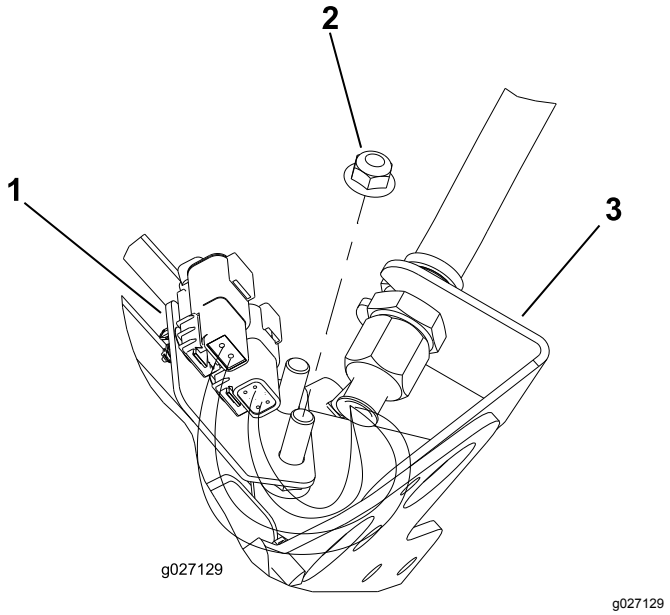
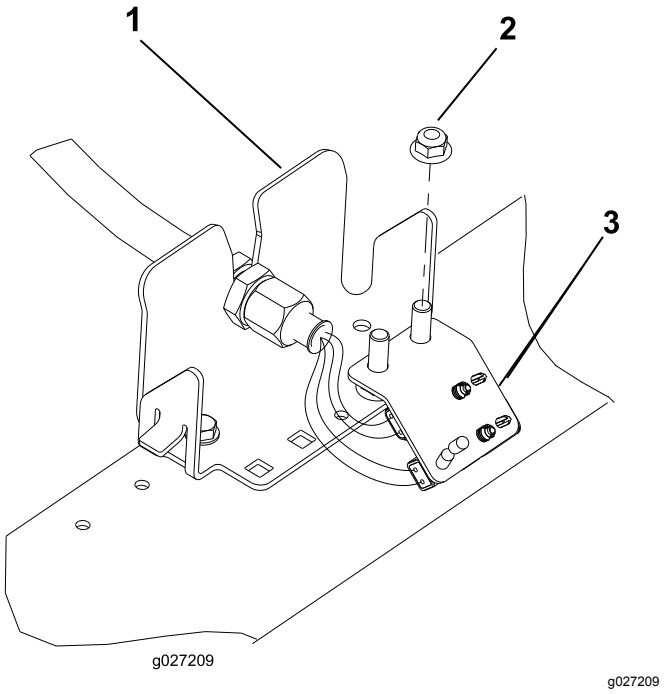

Figuur 13
Figuur 16
6. Herhaal de procedure voor de resterende 4 tussenschotlocaties zoals getoond in Figuur 13 tot Figuur 16.